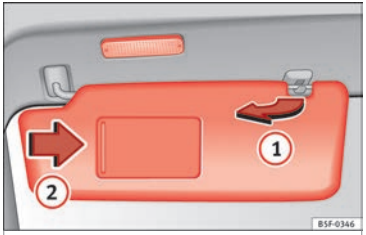

Fig. 141 Sun visor
- The sun visor can be pulled out of its mounting and turned towards the door ››› Fig. 141 (1).
There may be a vanity mirror, with a cover, on the rear of the sun visor. When the cover is opened ››› Fig. 141 (2) a light comes on.